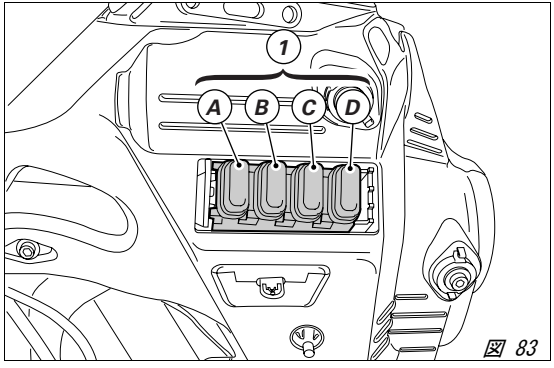
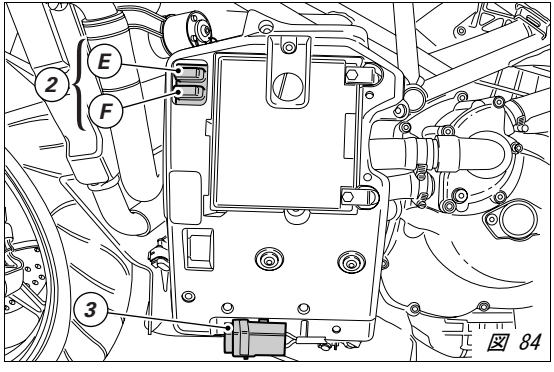

図 83
図 84
メインヒューズボックス（1、図 83）は、ヘッドライトマウントとヘッドライトフェアリングの間に配置されています。ヒューズを交換するには、保護カバーを取り外します。このカバーには、各ヒューズの配置と定格が表示されています。
バッテリー横に配置されている 2 個のヒューズ（2、図 84）はインジェクションシステムリレーおよびエンジンコントロールユニットを保護しています。
**ヒューズボックス凡例** (図 83 および 図 84)